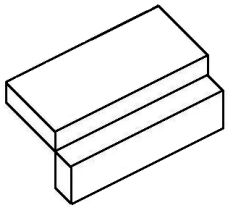

FIGUUR 6
4.3 FIGUUR 6 en 7 toon twee soorte sweislasse.
4.3.1 Noem die sweislas wat in FIGUUR 6 getoon word. (1)